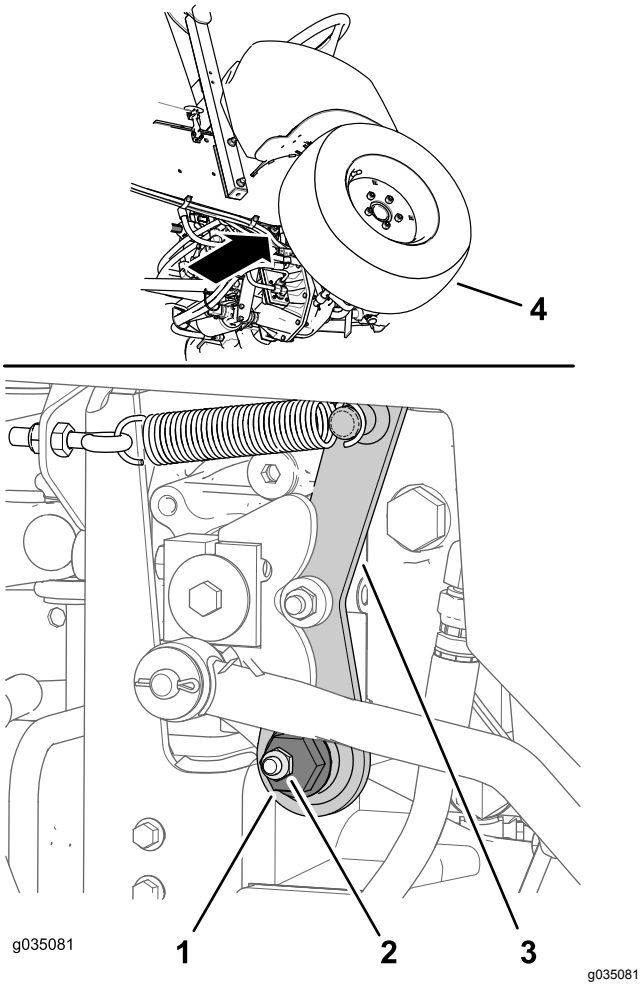

Figur 65
1. Lokalisera den excentriska sexkantsbrickan till höger om hydraulpumpen och under styrkonsolen (Figur 65).
2. Lossa fästmuttern så att kan du flytta den excentriska sexkantsbrickan (Figur 65).
4. Vrid den excentriska sexkantsbrickan moturs tills framhjulet börjar snurra framåt, och vrid den sedan medurs tills framhjulet börjar snurra bakåt (Figur 65).